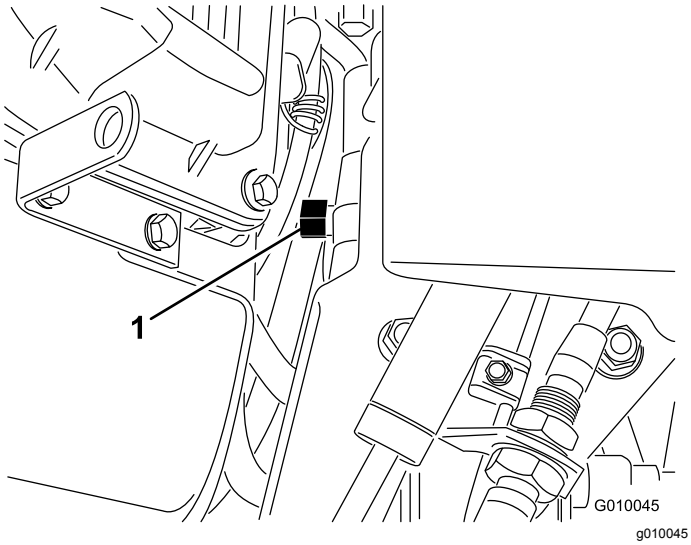

**Figur 31**
2. Hitta överströmningsventilen mellan motorn och den hydrostatiska pumpen (Figur 31).
3. Använd en 5/8-tums skruvnyckel och vrid överströmningsventilen motsols ett varv. Hydraulvätskan kan då passera förbi pumpen så att hjulen kan rotera (Figur 31).
5. Vrid överströmningsventilen medsols ett varv när du vill använda luftaren igen (Figur 31).